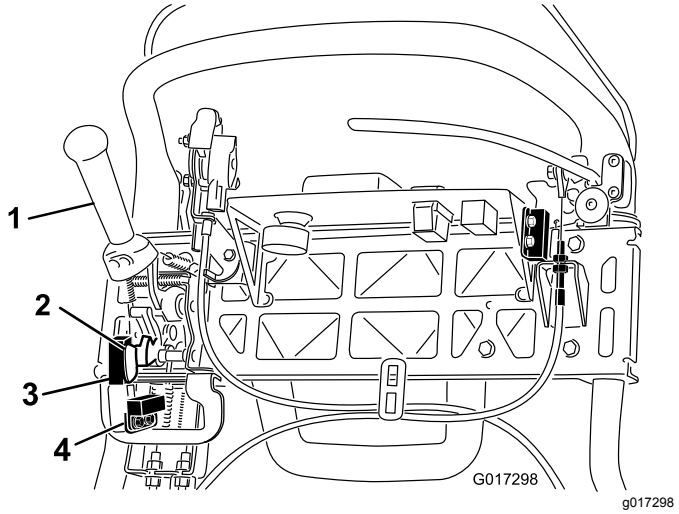

**Rysunek 44**
4. Poluzuj elementy mocujące wyłącznika blokady (Rysunek 44).
5. Umieść podkładkę o grubości 1,6 mm pomiędzy dźwignią jazdy a wyłącznikiem blokady (Rysunek 44 ).
4. Poluzuj elementy mocujące przełącznik koszenia (Rysunek 44).
5. Umieść podkładkę o grubości 1,6 mm między przełącznikiem koszenia a popychaczem przełącznika koszenia (Rysunek 44).